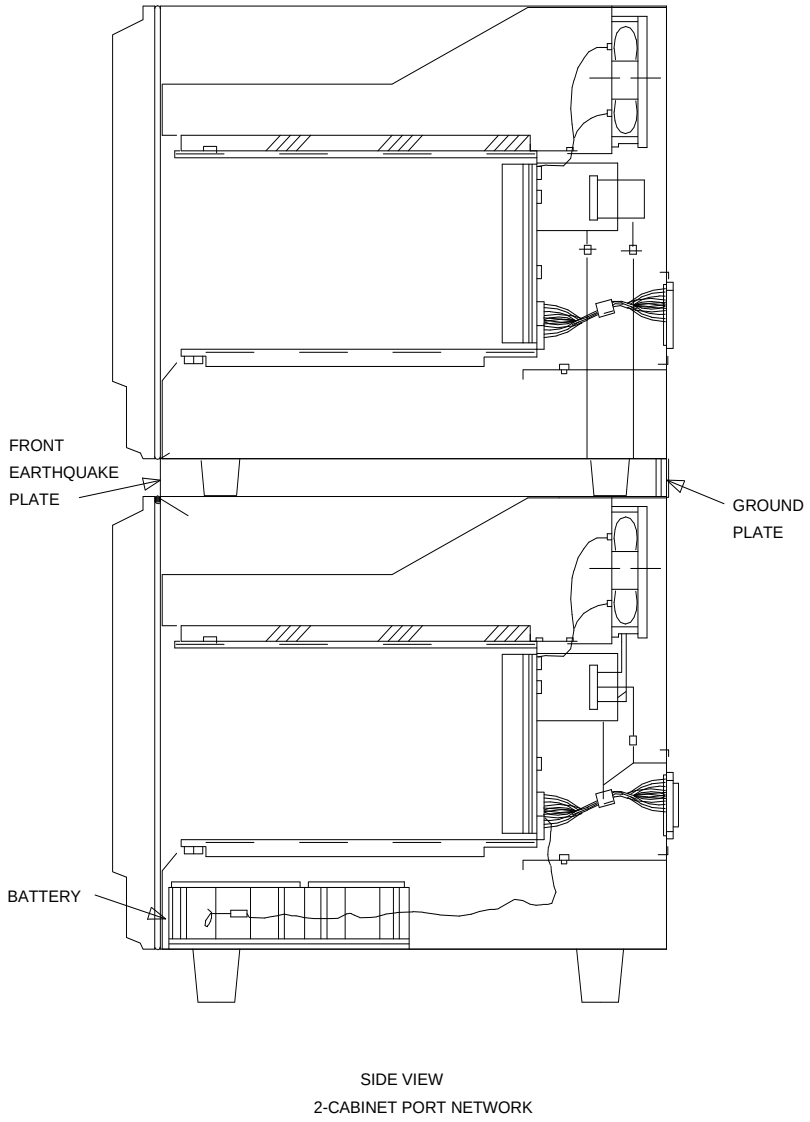

Figure 7-42. Locations of Ground Plate, Earthquake Front Plate, and Battery
6. At the front of the cabinet, line up the earthquake front plate with the holes at the top and bottom of the cabinet (see Figure 7-42). Install the eight screws, but do not tighten.